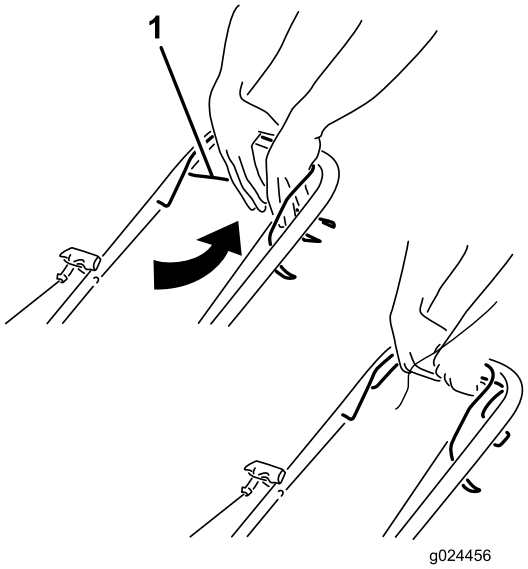

Rysunek 14
- **Aby włączyć napęd trybu samobieżnego:** Naciśnij dźwignię napędu trybu samobieżnego w kierunku uchwytu i przytrzymaj ją w tym położeniu (Rysunek 14).